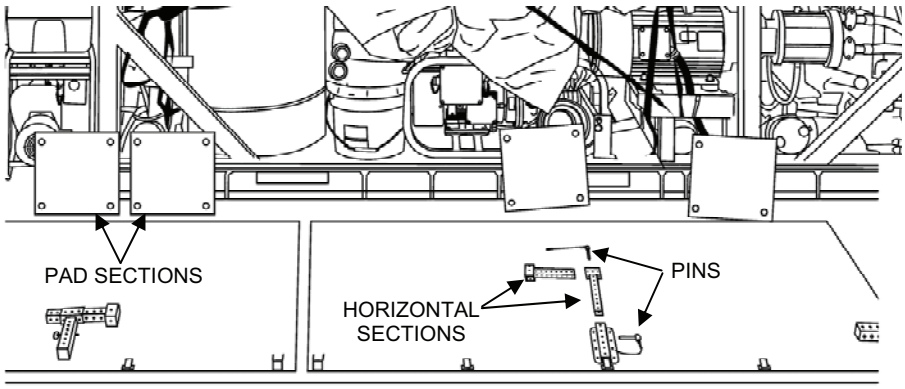

Figure 27. Deck Support Assembly Packout.
4. Pack out the deck support assemblies as follows (Figure 27):